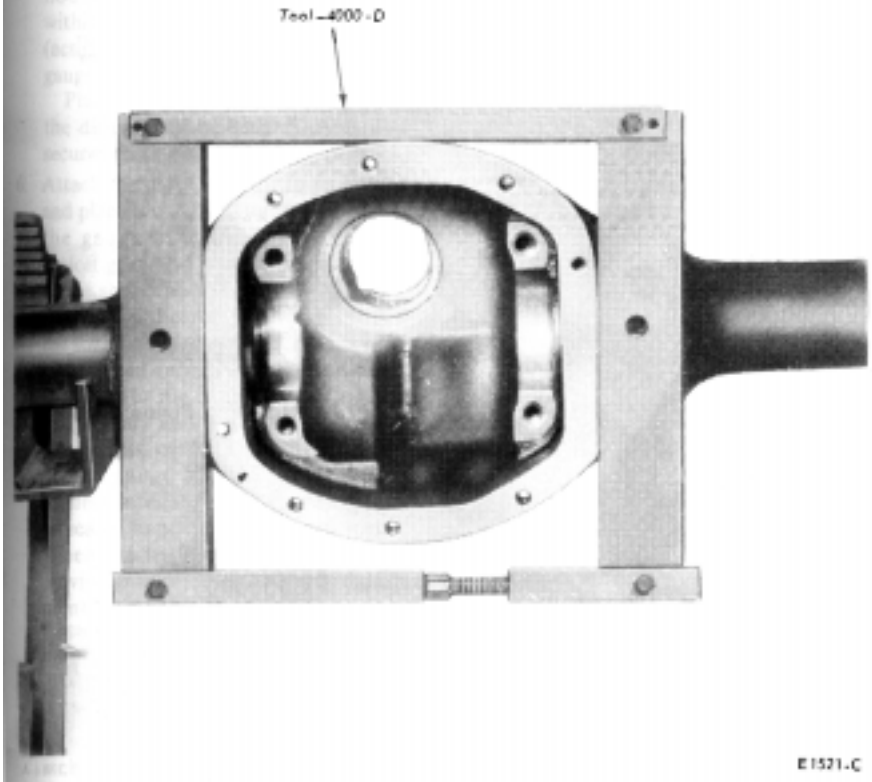

FIG. 12 Spreading Differential Housing
3. Install the housing spreader and adapter (Fig. 12) making sure the tool hold-down clamp screws are tight. Spread the housing until the differential assembly can be forced out with a small pry bar. Do not spread the housing more than 0.020 inch to remove the differential assembly. *Loosen the spreader* thread, immediately after lifting out the differential assembly, to prevent springing the housing.